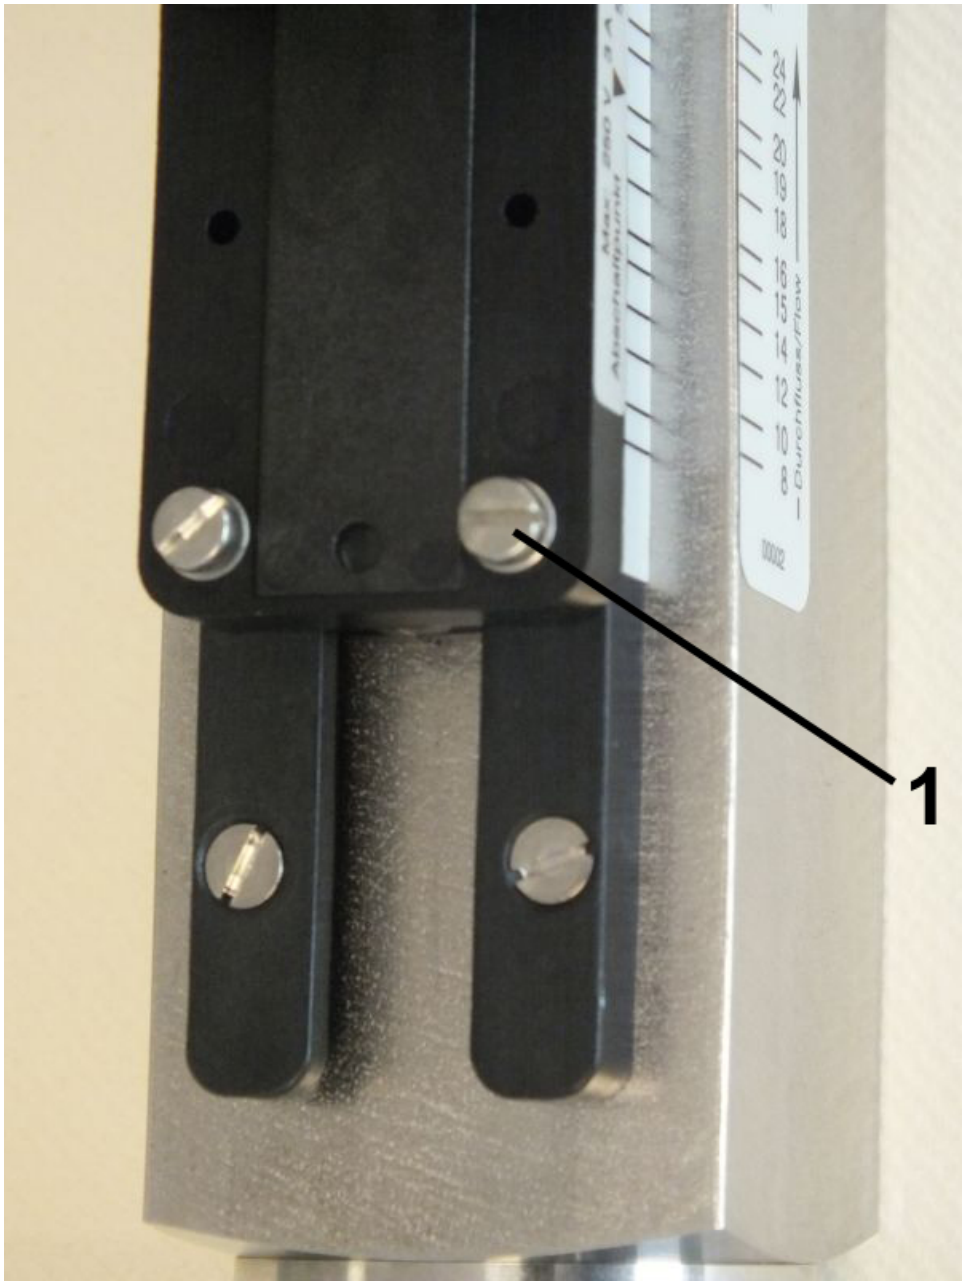

Fig. 39: Loosen set screws
1. Loosen the set screws of the switch contact (*Fig. 39*/1) using a flat-bladed screwdriver.
3. Tighten the set screws of the switch contact (*Fig. 39*/1) using a flat-bladed screwdriver. When doing so, observe the correct tightening torque of the screws.